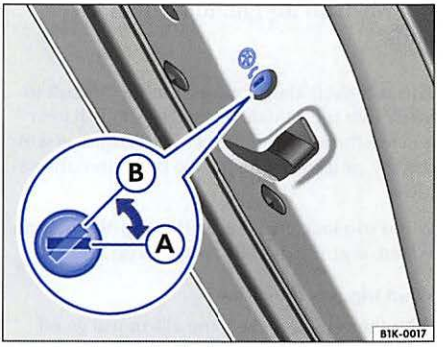
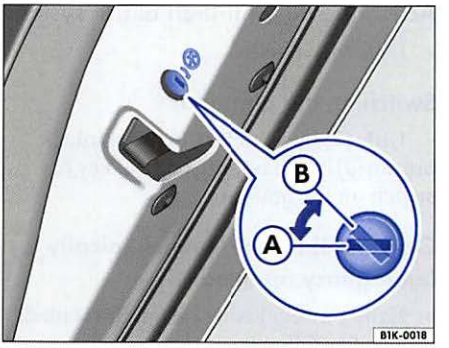

Fig. 28 Child safety lock in the rear left door: Ⓐ switched off, Ⓑ switched on
Fig. 29 Child safety lock in the rear right door: Ⓐ switched off, Ⓑ switched on
– Use a vehicle key to turn the slot in the door to the position shown in ⇒ page 33, fig. 28 Ⓑ / ⇒ page 33, fig. 29 Ⓑ.